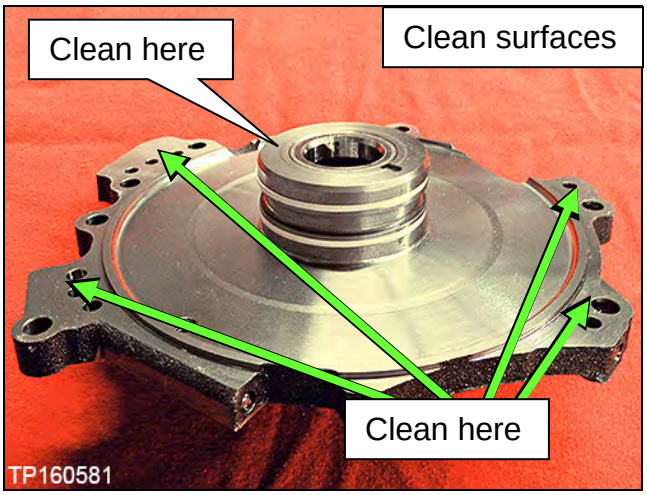

Figure 7G
a. Clean the dummy cover surfaces that contact the CVT case and thrust bearing (Figure 7G).